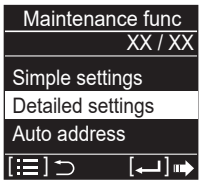

Fig. 7-6-3
(2) Press the ∨ or ∧ button to see each menu. Select “Detailed settings” (Fig. 7-6-3) on the LCD display and press the ↵ button.